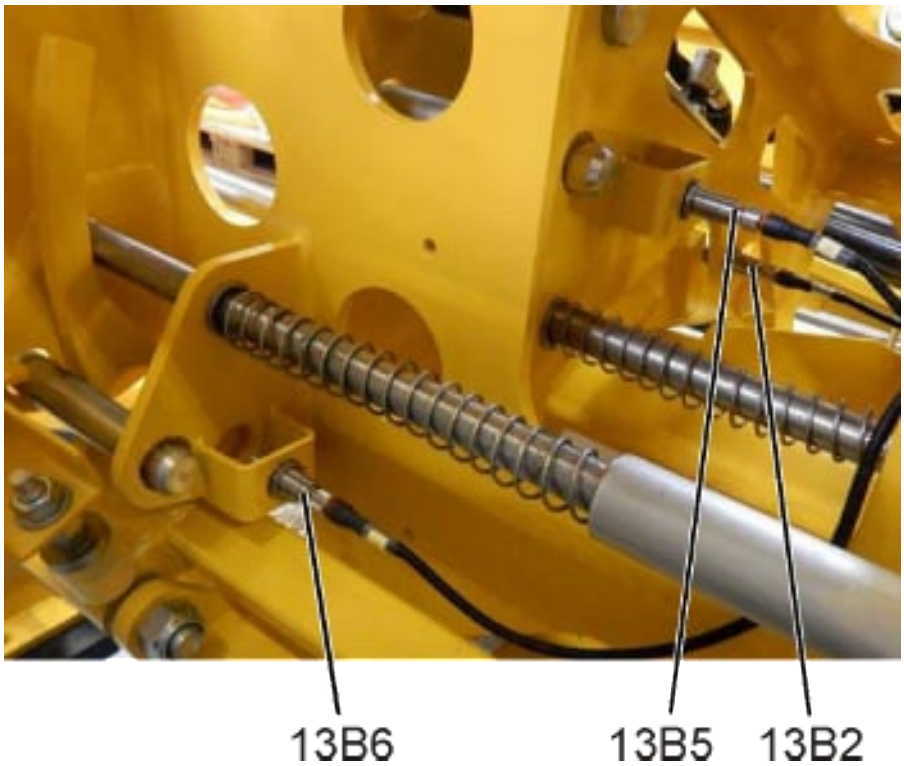

Fig. 5: Sensori 13B2, 13B5 e 13B6
- 13B2 Fig. 5 - vomere anteriore, in basso
- 13B5 Fig. 5 - vomere anteriore, assicurato
- 13B6 Fig. 5 - vomere secondario, assicurato